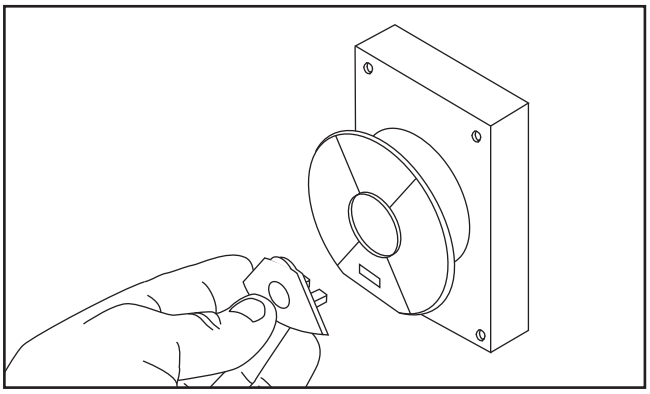

Figure 38. Example of removing disabling key from paddle switch.
4. Remove switch disabling key, as shown in **Figure 38**.